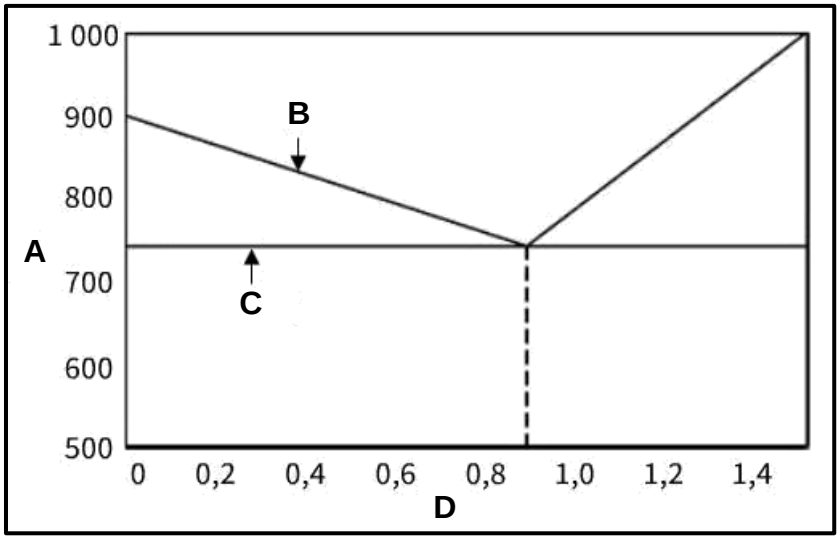

FIGUUR 3.5 (4)
3.5 FIGUUR 3.5 hieronder toon 'n yster-koolstof-ewewigsdiagram. Benoem **A** tot **D**.